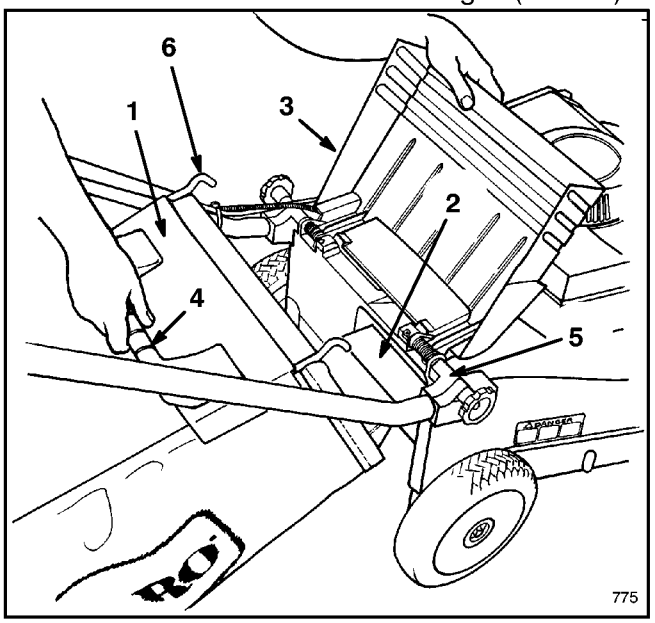
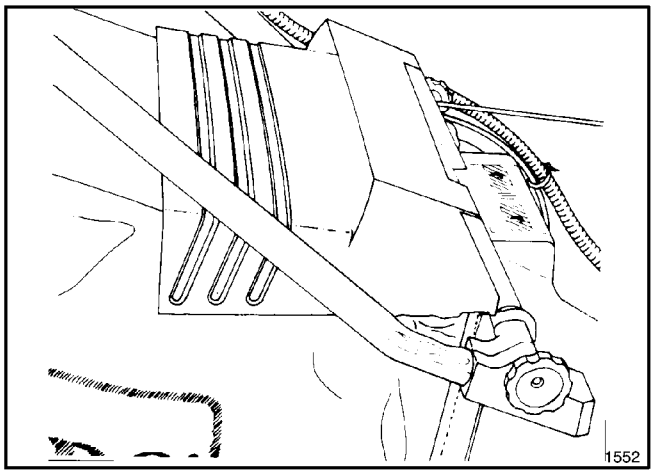

**Abbildung 12**
**Abbildung 13**
**2.** MONTAGE DES SACKS—Die Auswurfklappe anheben, den Ansatz des Sacks in die Auswurföffnung schieben und den Sackrahmen auf den Haltebolzen am Gehäuse schieben (Abb.12 ). Die Auswurfklappe soll auf der Oberseite des Sacks aufliegen (Abb. 13).